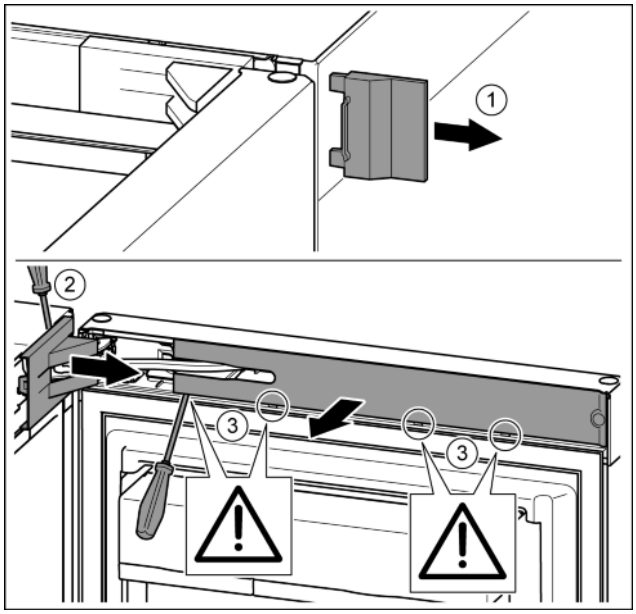

*Fig. 11*
- ▶ Remove the outer cover. *Fig. 11 (1)*
- ▶ Unlatch and undo the bearing bracket cover with a screwdriver. Remove the bearing bracket cover. *Fig. 11 (2)*
- ▶ Unlatch the cover plate with a slotted screwdriver and swivel it to one side. *Fig. 11 (3)*